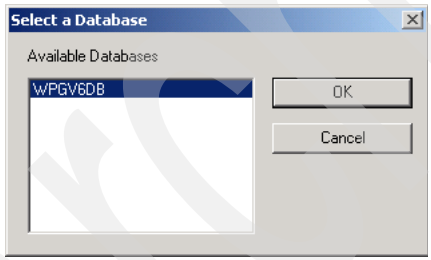

Figure 21-7 Selecting the WebSphere Partner Gateway Database
3. In the Select a Database window, select the WebSphere Partner Gateway database, for example **WPGV6DB** (Figure 21-7).